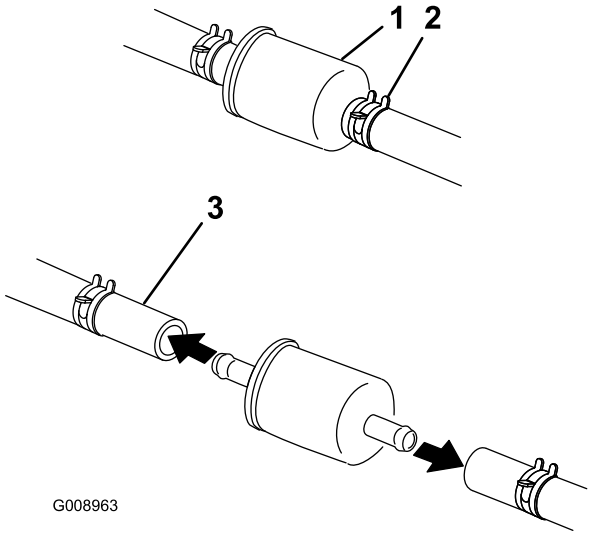

Figuur 61
6. Druk de uiteinden van de slangklemmen naar elkaar toe en schuif ze weg van het filter (Figuur 61).
8. Monteer een nieuw filter en schuif de slangklemmen terug tot dicht bij het filter (Figuur 61).